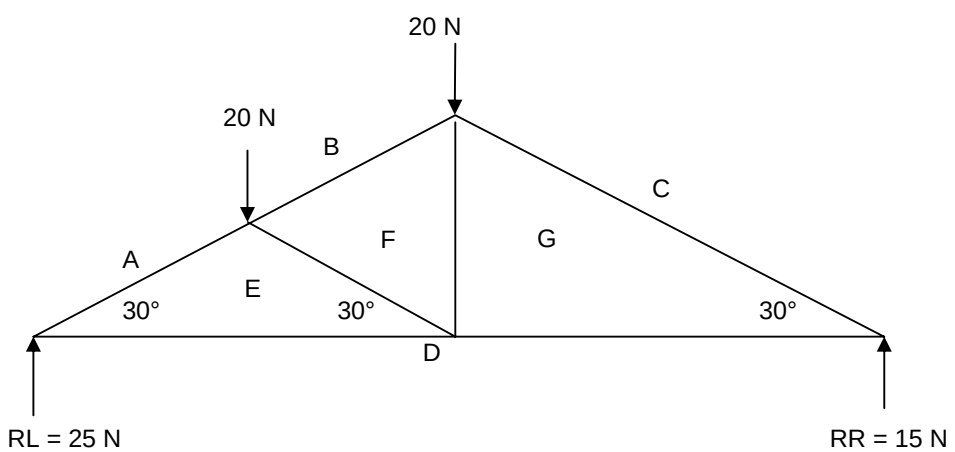

FIGURE 5.2
5.2 FIGURE 5.2 below shows the design of a roof truss that has to be placed on a newly-built structure.